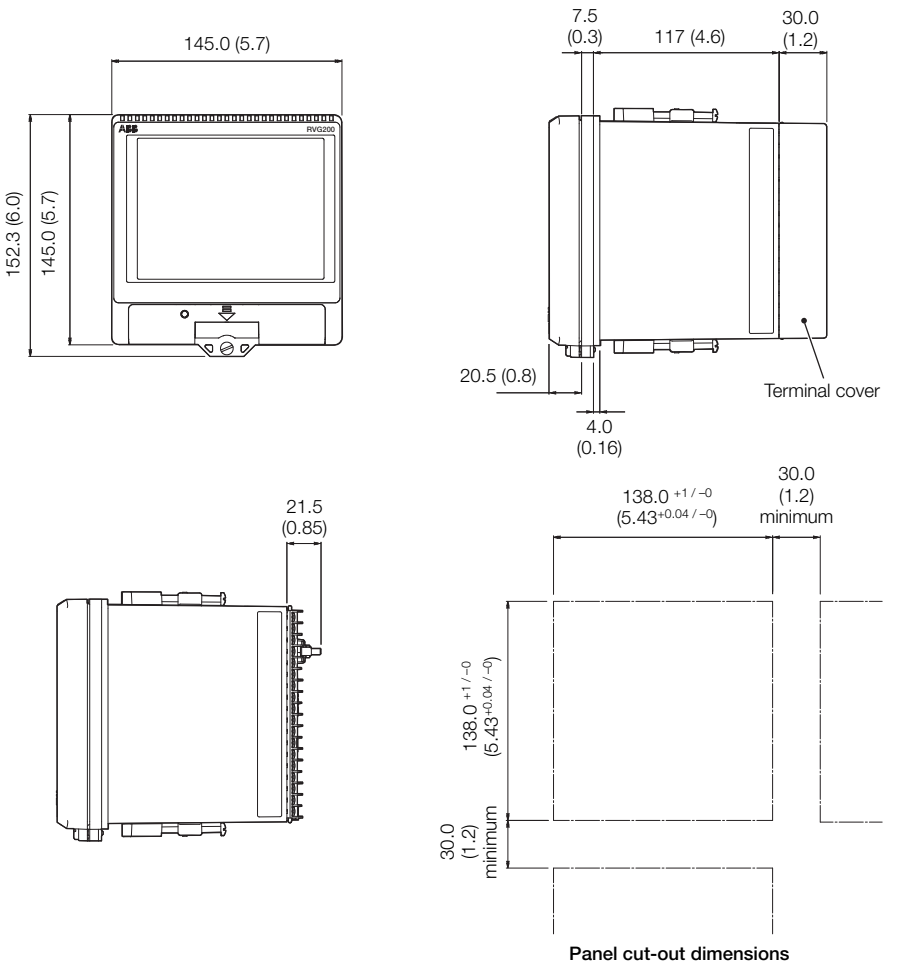

Fig. 4.3 Mounting dimensions
1. Cut the correct sized hole in the panel – see Fig. 4.3, page 12.